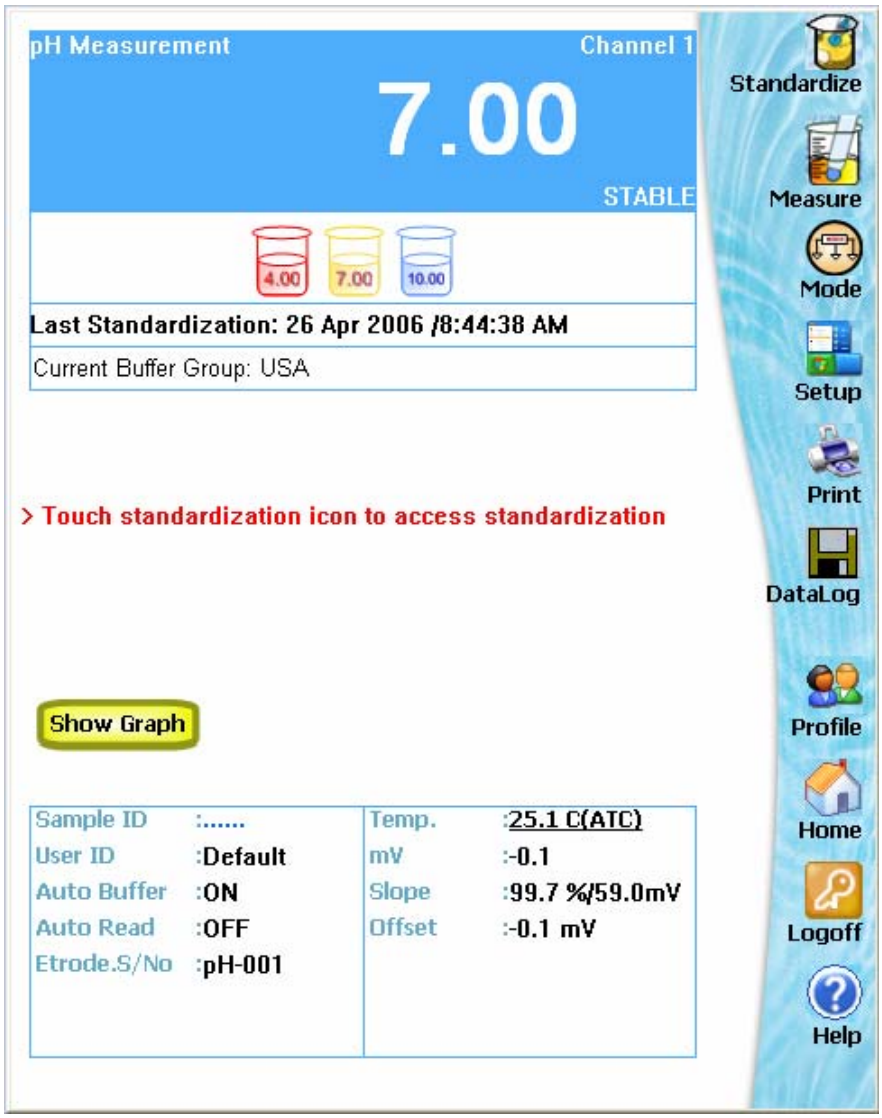

Figure 31 : Single channel measurement screen
4. The right-pane (workspace) displays the measuring screen of the selected parameter of the channel. (Figure 31). This screen is the same as the measurement screen of XL meter.